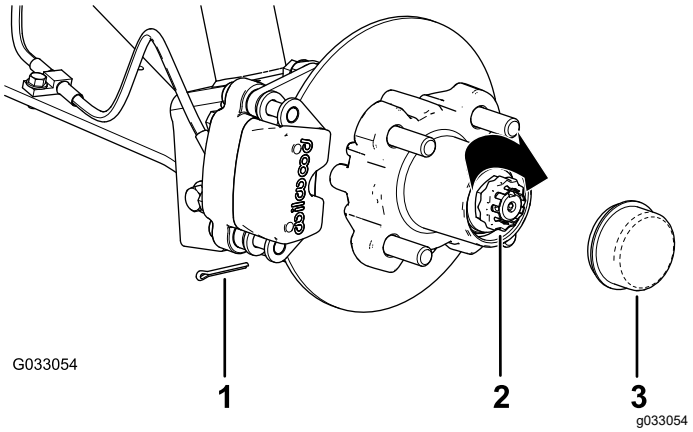

Figur 31
8. Montera hållaren över muttern och kontrollera inriktningen mellan skåran i hållaren och hålet i spindeln för saxpinnen (Figur 31).
9. Montera saxpinnen och böj benen runt hållaren (Figur 31).
10. Montera dammkåpan på navet (Figur 31).